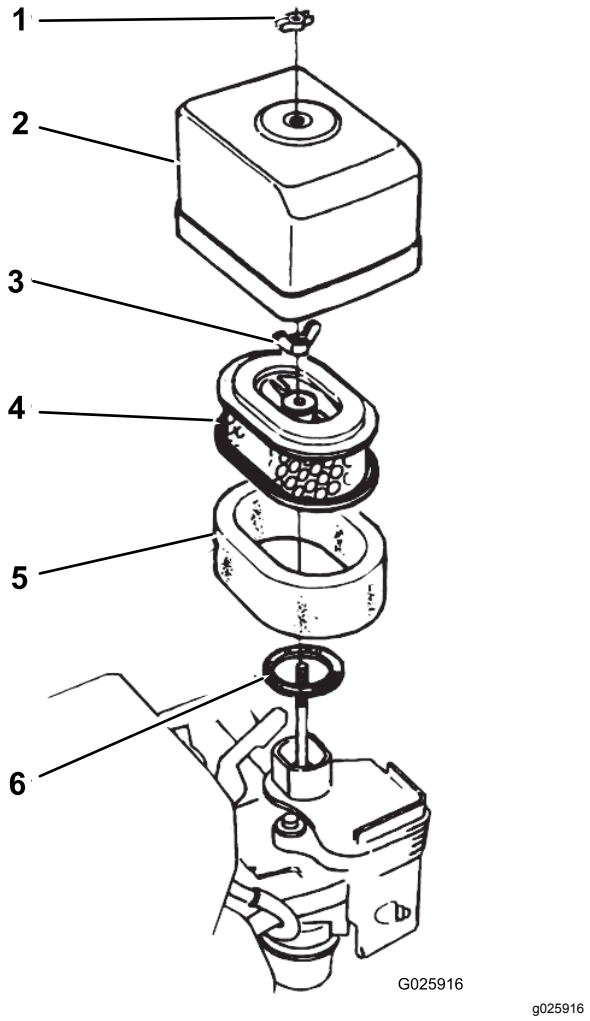

Figur 32
2. Ta bort vingmuttern som fäster luftrenarkåpan på luftrenaren och ta bort kåpan (Figur 32).
4. Ta bort vingmuttern från luftfiltret och ta bort filtret (Figur 32).
5. Ta bort skumplastfiltret från pappersfiltret (Figur 32).